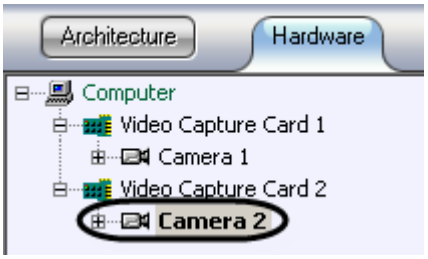

Figure 7.3-16 Selecting an object to be moved
a. Select the system object the position of which is to be changed in the objects tree (Figure 7.3-16).